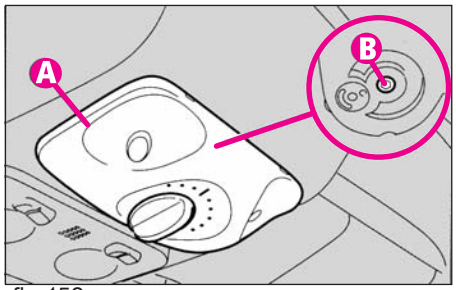

fig.152
- apăsați în punctele indicate de săgeți și îndepărtați panoul (**A-fig. 152**);